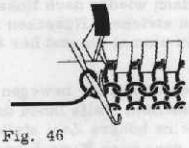

Fig. 46
a) Links eine Masche aufnehmen. Schloss steht links. Auf dieser Seite eine Nadel in Ruhestellung vor und Garn gemäss Fig. 46 um diese Nadel winden. Hierbei darauf achten, dass die Schlinge hinter die offene Zungen zu liegen kommt. Die dazugehörige Platine in Ruhestellung.
Die neue Nadel in Einlegestellung zurück, Fig. 46 und das Schloss nach rechts schieben.